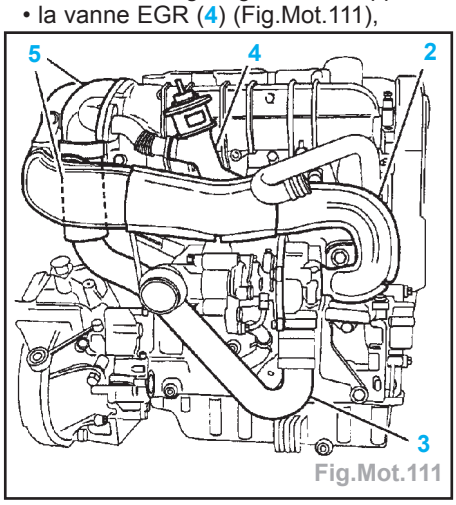

Fig.Mot.111
- Désaccoupler les conduits (2) et (3).
- la vanne EGR (4) (Fig.Mot.111),